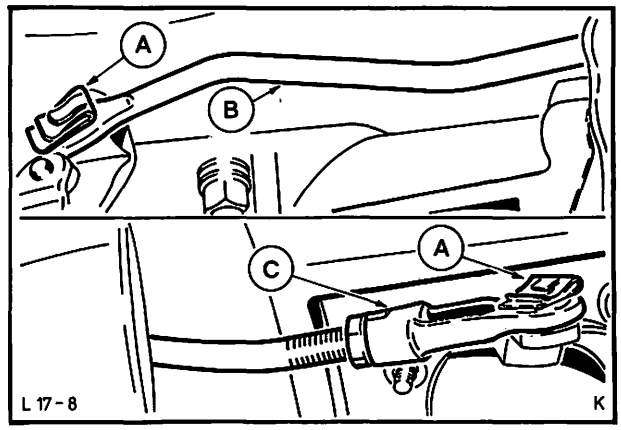

Abb. 125 Schaltstange
1. Sicherungsclipse von der Schaltstange entfernen und Schaltstange aushängen. Abb. 125.